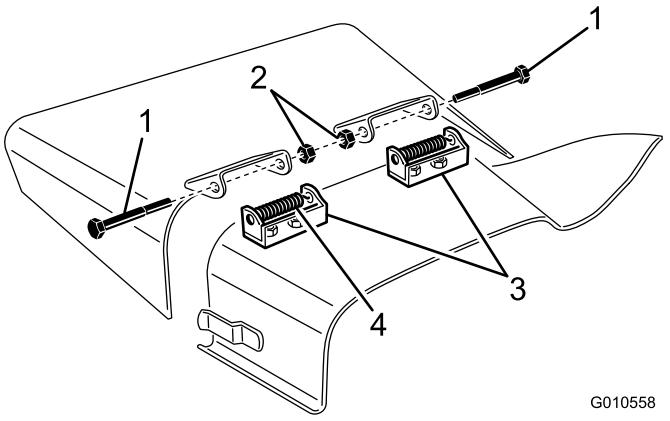

Figure 29
4. Enlevez les 2 vis, contre-écrous et ressorts qui fixent les supports du déflecteur aux supports de pivot (Figure 29).
5. Pour déposer les supports de pivot, retirez les vis de carrosserie et les écrous (Figure 29).